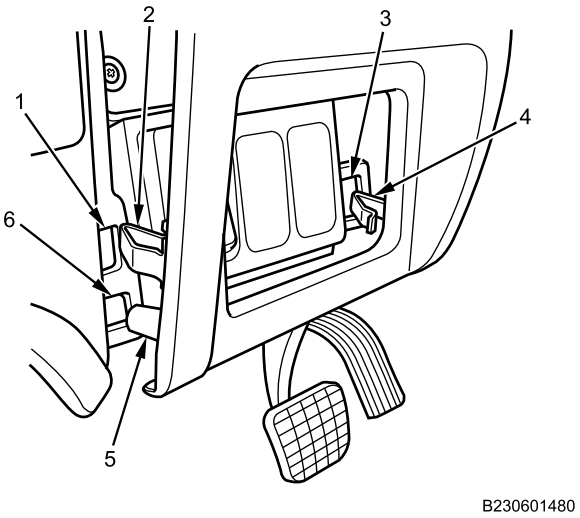

Figure 3. Instrument Panel Cluster Closeout Panel.
1. Align and install lower corner instrument panel cluster closeout clips (Figure 3, Item 2 and 4) and pin (Figure 3, Item 5) into slots (Figure 3, Item 1, 3, and 6).